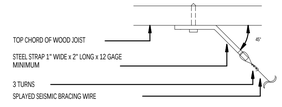

FIGURE 6b
- SEISMIC SPLAY WIRES SHALL BE ATTACHED TO THE GRID AND TO THE STRUCTURE IN SUCH A MANNER THAT THEY CAN SUPPORT A MINIMUM DESIGN LOAD OF 200 LB OR THE ACTUAL DESIGN LOAD, WITH A SAFETY FACTOR OF 2, WHICHEVER IS GREATER (FIGURE 6b). SOURCE: CISCA ZONES 3–4